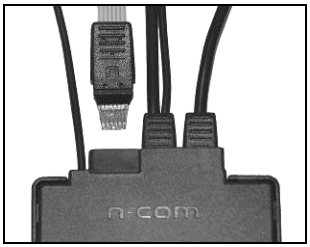

Abb. 6
- Richten Sie den Flex-Stecker der Tastenvorrichtung auf die E-Box aus und achten Sie darauf, dass der Buchstabe „n", wie auf der Abb. 6 dargestellt, zu liegen kommt.
Zu beachten: sollte das System nicht funktionieren, ziehen Sie den Flex-Stecker aus der Buchse und wiederholen Sie den oben beschriebenen Vorgang und vergewissern Sie sich, dass der Buchstabe „n", wie in Abb. 6 dargestellt, ausgerichtet ist.